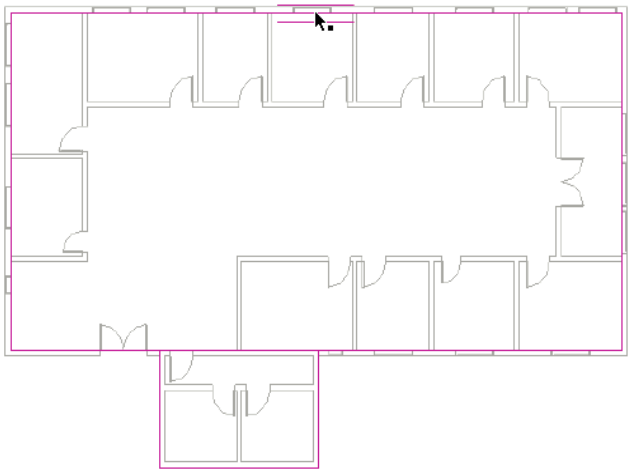

Figure 3-88 *The floor boundary sketched using the* ***Pick Walls*** *tool*
6. Repeat the procedure followed in steps 3 and 4 and sketch the boundary of the floor on other walls, as shown in Figure 3-88.